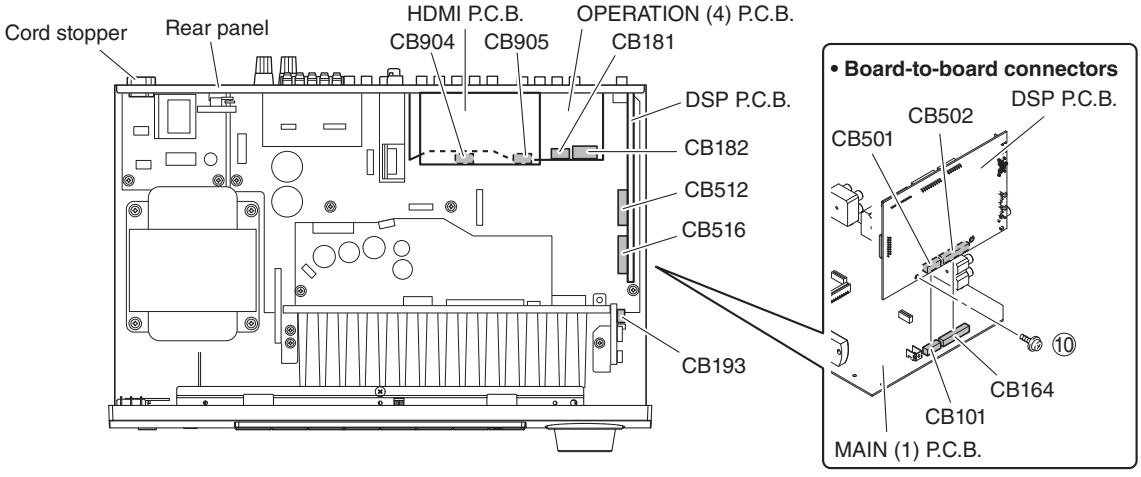

Fig. 2
a. Remove CB904 and CB905. (Fig. 2)
c. Remove the HDMI P.C.B.. (Fig. 2)
4. Removal of OPERATION (4) P.C.B.
a. Remove CB181–182 and CB193. (Fig. 2)
c. Remove the OPERATION (4) P.C.B.. (Fig. 2)
b. Remove the cord stopper. (Fig. 2)
c. Remove the rear panel. (Fig. 2)
d. Remove screw (⑩). (Fig. 2)
e. Remove CB512 and CB516. (Fig. 2)
f. Remove the DSP P.C.B. which is connected directly to the MAIN (1) P.C.B. with board-to-board connectors. (Fig. 2)